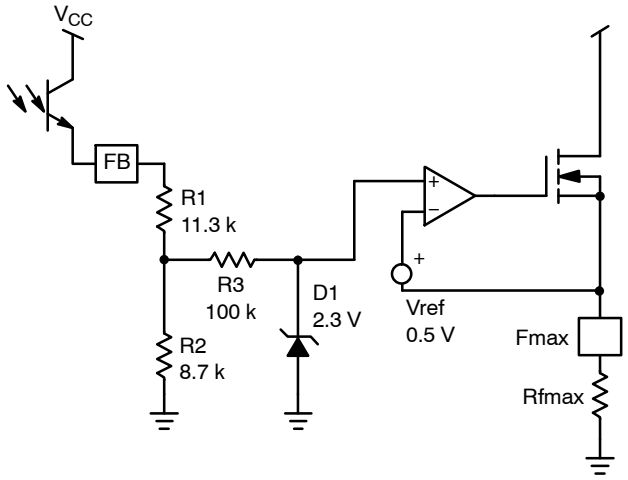

Figure 32. The OPAMP Arrangement Limits the VCO Modulation Signal between 0.5 and 2.3 V
The designer needs to program the maximum switching frequency and the minimum switching frequency. In LLC configurations, for circuits working above the resonant frequency, a high precision is required on the minimum frequency, hence the ±3% specification. This minimum switching frequency is actually reached when no feedback closes the loop. It can happen during the startup sequence, a strong output transient loading or in a short−circuit condition. By installing a resistor from pin 4 to GND, the minimum frequency is set. Using the same philosophy, wiring a resistor from pin 2 to GND will set the maximum frequency excursion. To improve the circuit protection features, we have purposely created a dead zone, where the feedback loop has no action. This is typically below 1.2 V. Figure 32 details the arrangement where the internal voltage (that drives the VCO) varies between 0 and 2.3 V. However, to create this swing, the feedback pin (to which the optocoupler emitter connects), will need to swing typically between 1.2 V and 5.3 V.
As shown on Figure 32, the internal dynamics of the VCO control voltage will be constrained between 0.5 V and 2.3 V, whereas the feedback loop will drive pin 6 (FB) between 1.2 V and 5.3 V. If we take the default FB pin excursion numbers, 1.2 V = 50 kHz, 5.3 V = 500 kHz, then the VCO maximum slope will be: